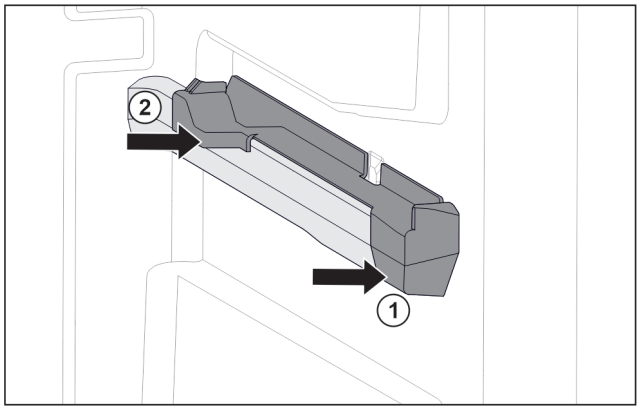

Fig. 196 Piesă de fixare pe nervura din dreapta a recipientului
▶ Așezați piesa de fixare în față pe nervura recipientului. *Fig. 196 (1)*
▶ Apăsați piesa de fixare spre spate. *Fig. 196 (2)*